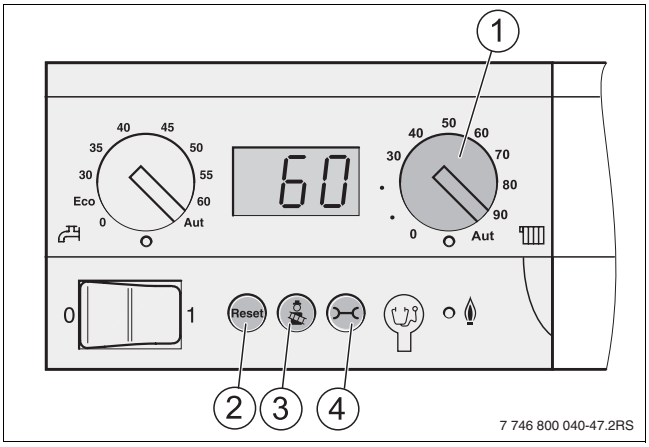

Rys. 69 Pole obsługowe sterownika bazowego
- Pokrętłem nastawczym maksymalnej temperatury wody w kotle (→ rysunek 69, [1]) ustawić górną granicę temperatury wody w kotle dla trybu grzewczego (→ tab. 9).
stawienia na polu obsługowym nie można dokonać poprzez menu, lecz trzeba go dokonać pokrętłem nastawczym „maksymalnej temperatury wody w kotle“ (→ rysunek 69, [1]).